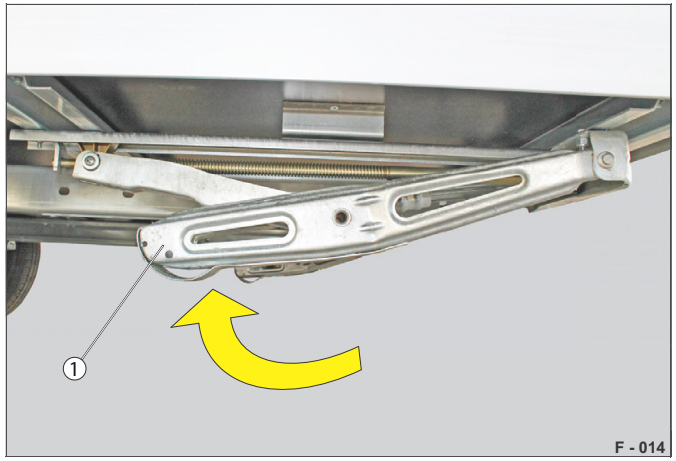

Abb. 40 Teleskopická kliková podpěra, jízdní poloha
▶ Vytočte stavěcí nožku (Abb. 40/1) pomocí kliky zcela nahoru.